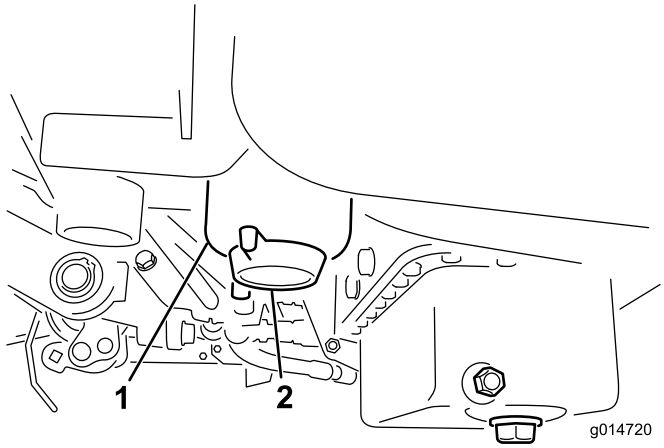

Figuur 30
3. Open de aftapplug op het brandstoffilter ongeveer één slag en tap eventueel water af (Figuur 30). Draai de plug weer dicht na het aftappen.